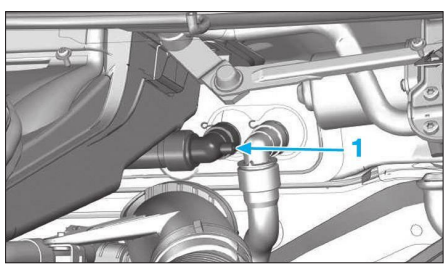

**Fig. 20**
• Ouvrir la vis de purge sur la durit (1) **(Fig.20)**.
• Accoupler un tuyau transparent sur la vis de purge (1) **(Fig.20)**.